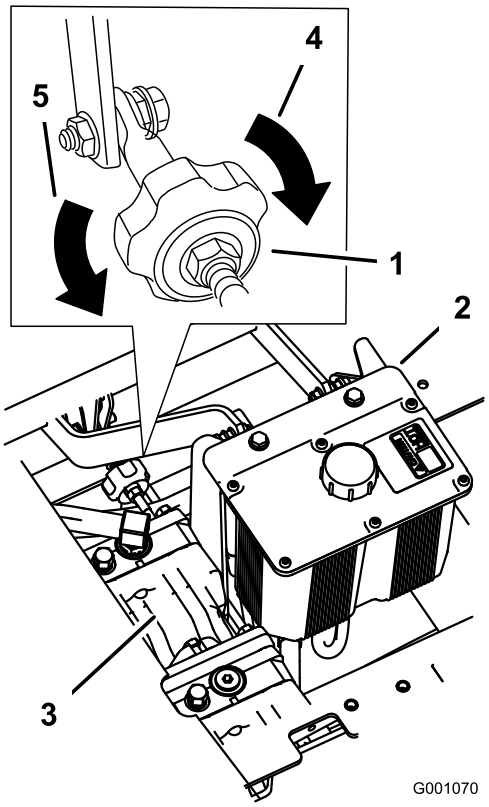

Figur 78
2. Juster lengden på pumpestangen ved å dreie på knotten i korrekt retning inntil hjulet ikke beveger seg eller kryper noe i revers (Figur 78).